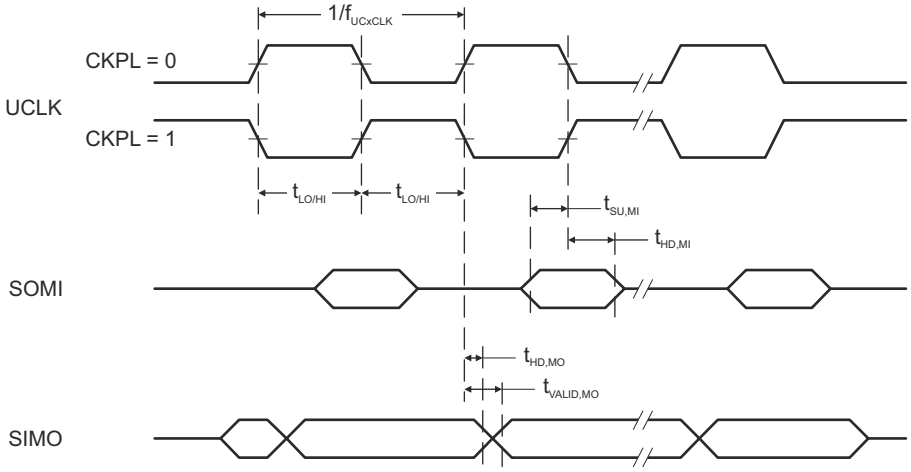
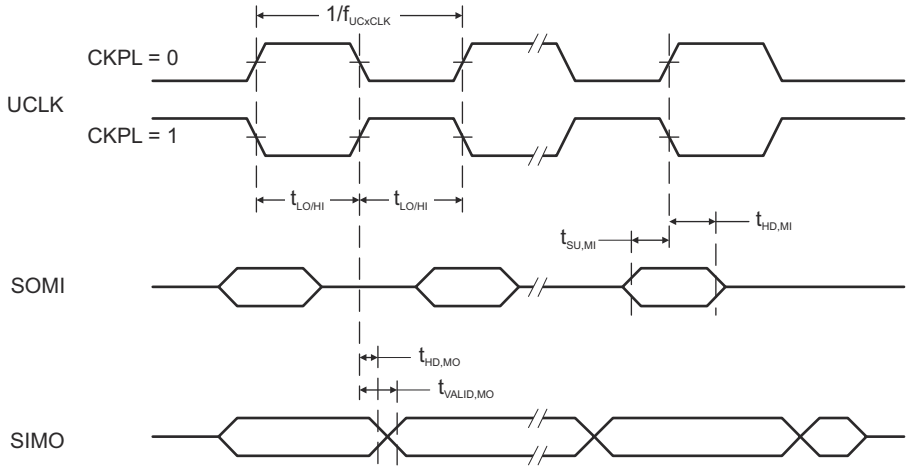

Figure 8-11. SPI Master Mode, CKPH = 0
Figure 8-12. SPI Master Mode, CKPH = 1
(see Figure 8-11 and)
(2) Specifies the time to drive the next valid data to the SIMO output after the output changing UCLK clock edge. See the timing diagrams in Figure 8-11 and Figure 8-12.
(3) Specifies how long data on the SIMO output is valid after the output changing UCLK clock edge. Negative values indicate that the data on the SIMO output can become invalid before the output changing clock edge observed on UCLK. See the timing diagrams in Figure 8-11 and Figure 8-12.